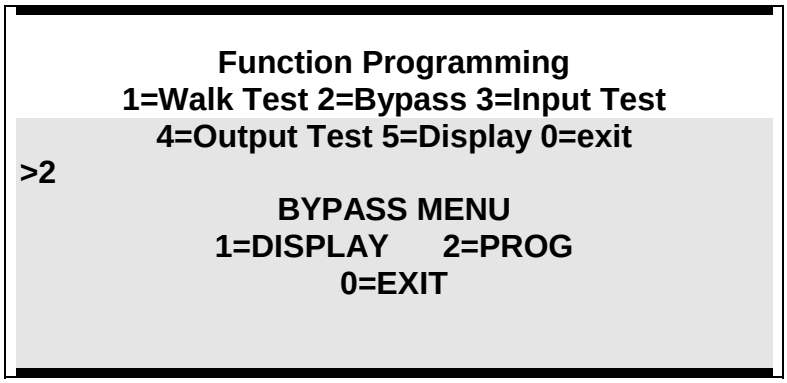

Figure T7
2. Figure T7 is now displayed. The ByPass LED will flash at 60 PPM.